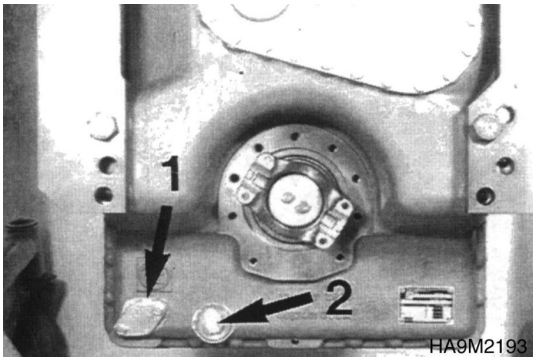

Figure 299
3. Install cover plate (1, Figure 299).
4. Equip screw plug (2, Figure 299) with new O-ring and install it.